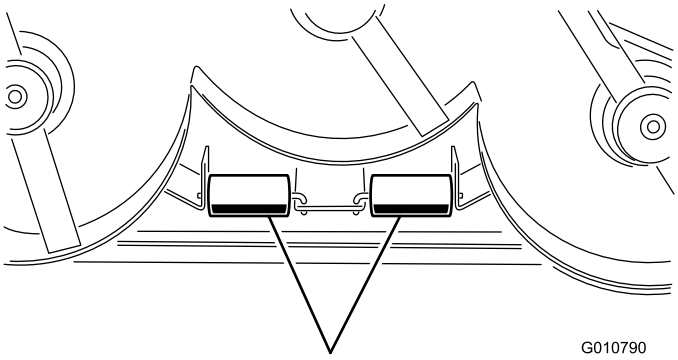

Figuur 12
1. Verwijder de borgpennen waarmee de rolassen aan de beugels aan onderzijde van het maaidek zijn bevestigd (Figuur 12).